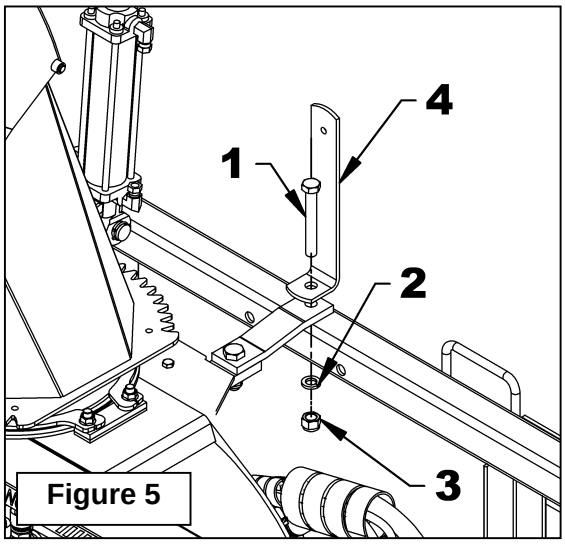

Figure 5
6. **Figure 5:** Attach the hose support (item 4) on the universal hitch with a 5/8" NC bolt, a lockwasher and nut (items 1-2-3, not provided).